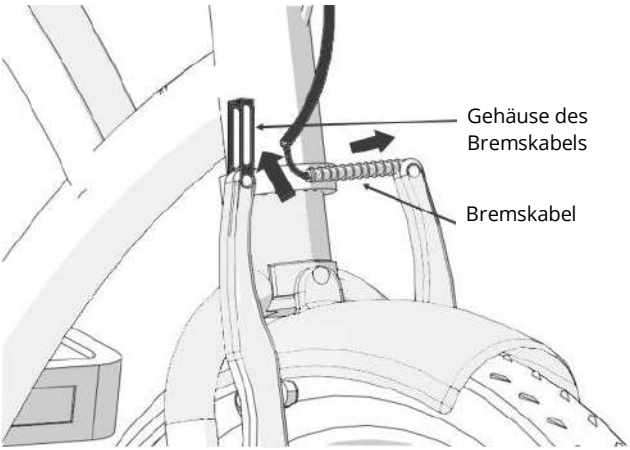

Abbildung 24 - Lösen der Vorderradbremse an Ihrem Fahrrad
- Wenn Ihr Fahrrad mit einer Felgenbremse ausgestattet ist, ziehen Sie zum Entfernen des Bremssystems am Rad das Bremskabel aus seinem Gehäuse (siehe Abbildung 24).